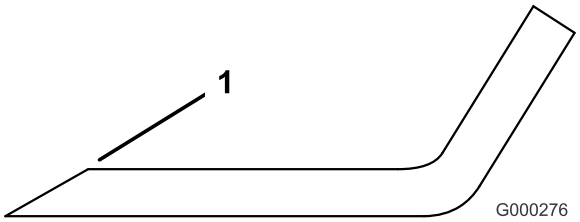

Figur 88
3. Kontrollera samtliga knivseggar och vässa dem om de är slöa eller har fått hack (Figur 88).
Obs: Slipa endast knivseggens översta del och behåll den ursprungliga skärvinkeln för bästa skärpa (Figur 88). Kniven förblir balanserad om lika mycket metall avlägsnas från båda eggarna.